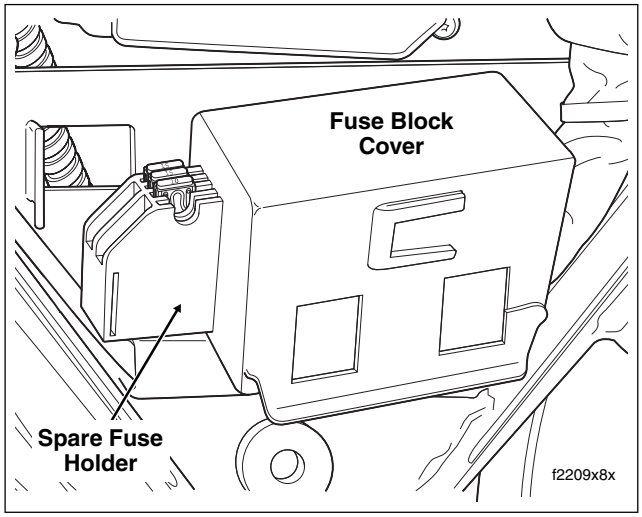

Figure 8-4. Fuse Block Cover
3. Remove the fuse block cover. Raise lipped side slightly to disengage slots from tabs on fuse block. See Figure 8-4.
2. Slide cover over fuse block until slots fully engage tabs on block. See Figure 8-4.